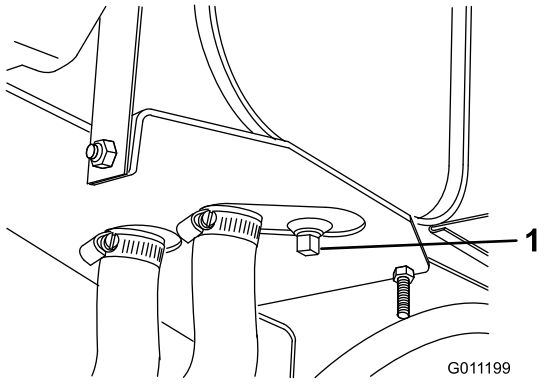

Figur 50
1. Fjern tappepluggen fra beholderen (Figur 50), og la den hydrauliske oljen renne ned i et tappefat. Sett på og stram pluggen igjen når den hydrauliske oljen slutter å renne.